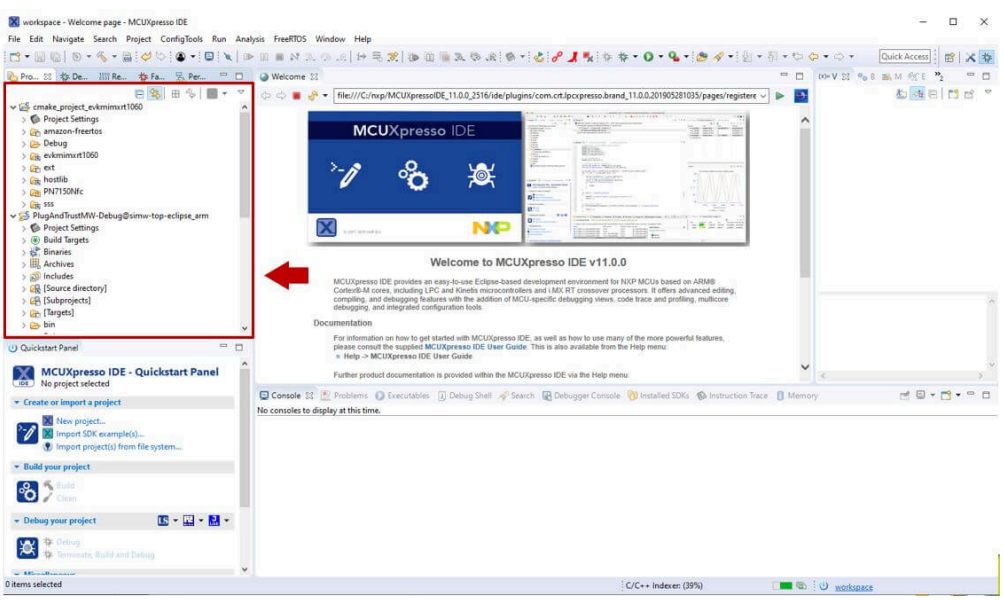

Figure 42. Board project imported in workspace
5. Both The *PlugAndTrustMW* and *cmake_projects_evkbimxrt1060* (or *cmake_projects_evkbimxrt1170*) projects should now be imported in your workspace as shown in Figure 42: